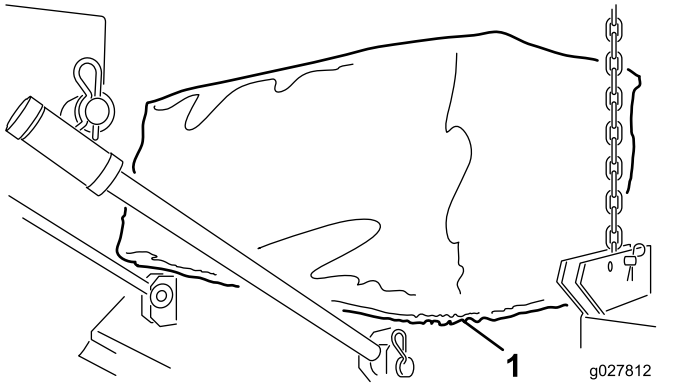

Рисунок 4
4. Установите матерчатый рукав вокруг входной кромки пылесоса Versa Vac и отверстий деки (Рисунок 4).